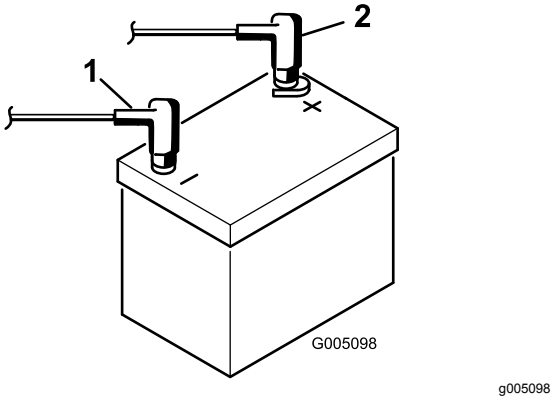

Figur 7
9. Slut pluskablet (rødt) til pluspolen (+) og minuskablet (sort) til minuspolen (-) på batteriet, og fastgør dem med bolte og møtrikker (Figur 7). Skyd gummikappen ind over pluspolen for at forhindre eventuel kortslutning.